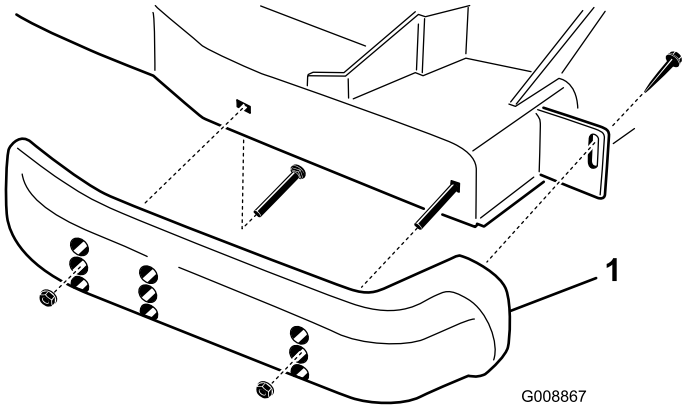

Figur 27
1. Lossa skruven framtill på varje med (Figur 27).
2. Lossa flänsskruvarna och muttrarna från medarna (Figur 27).